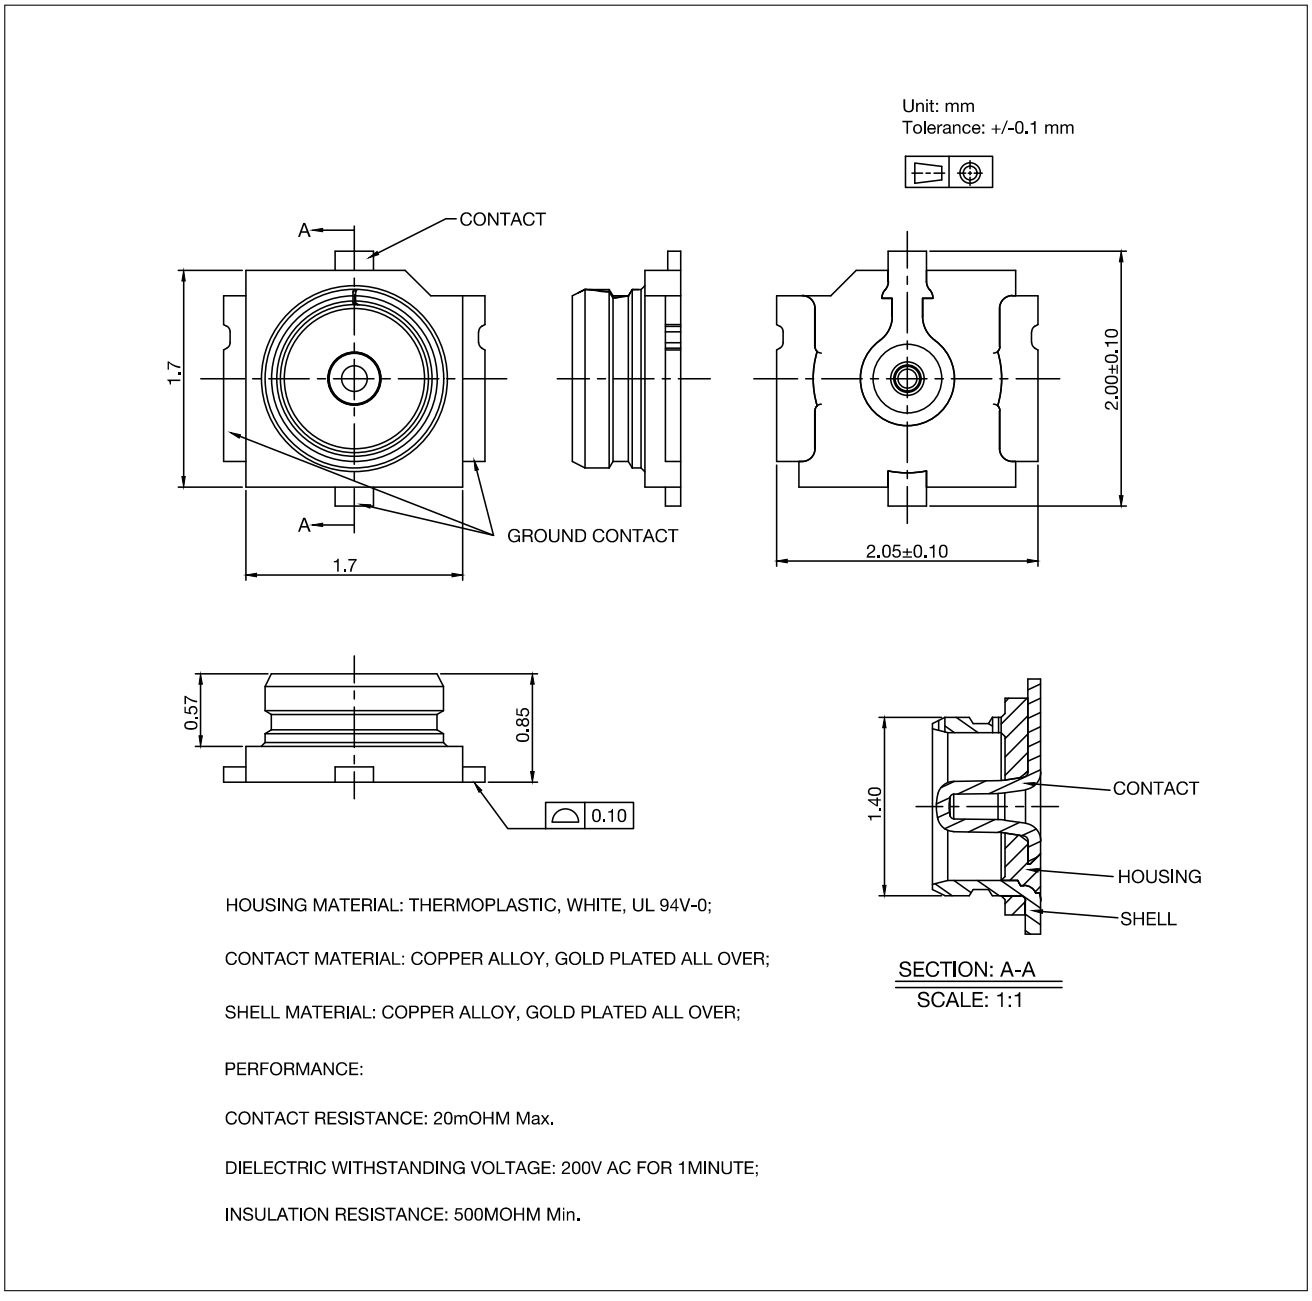

Figure 10-3. Dimensions of External Antenna Connector
ESP32-C3-MINI-1U uses the third generation external antenna connector as shown in Figure 10-3 *Dimensions of External Antenna Connector*. This connector is compatible with the following connectors:
- The connector matches the specifications shown in Figure 10-3 *Dimensions of External Antenna Connector*